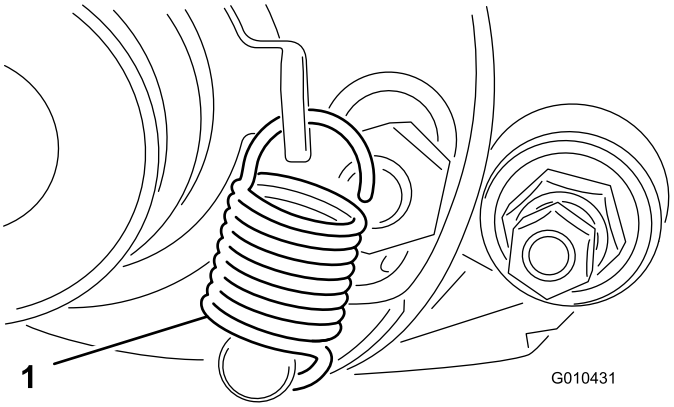

Рисунок 17
1. Поворачивайте натяжной шкив до тех пор, пока пружину растяжения не удастся зацепить за отверстие в кронштейне шкива и за шпильку, как показано на Рисунок 17.